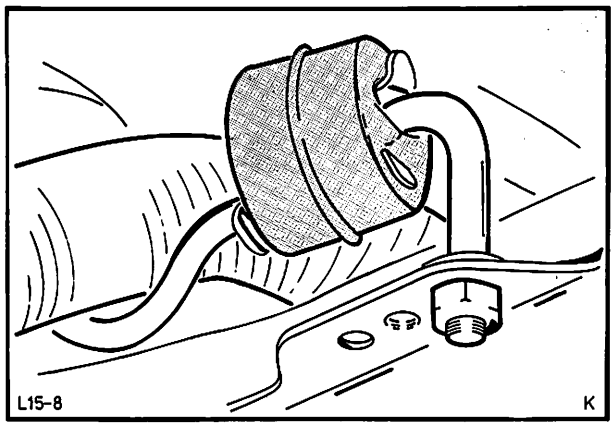

Abb. 34 Befestigung – Auspuffrohrhalter an Querträger.
2. Stegschlaufe – Auspuffaufhängung hinten aushängen. Bei Fahrzeugen mit Doppelrohranlage zwei Auspuffrohrhalter vom Hinterachs-Querträger abbauen (2 Muttern), Abb. 34.